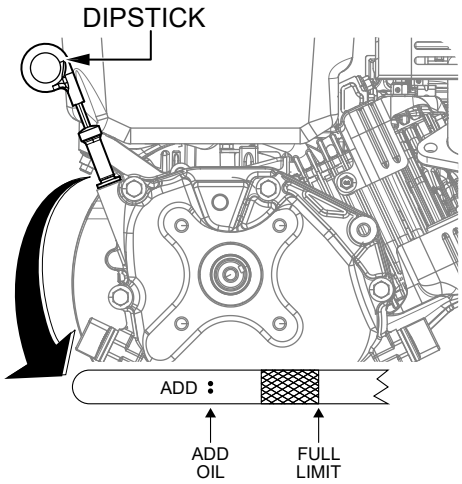

Figure 29. Engine Oil Dipstick
2. Remove the dipstick (Figure 29) from the engine oil filler hole and wipe it clean.
3. Reinsert the dipstick, then remove it again and check the oil level shown on the dipstick (Figure 29). The correct oil level is at the top of the full indicator on the dipstick.